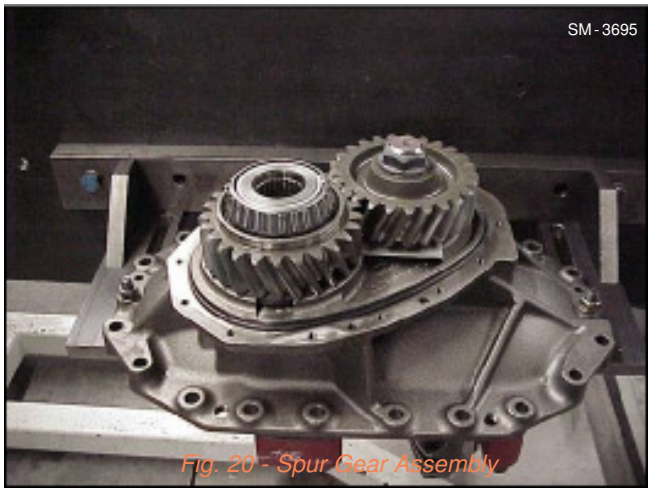

Fig. 20 - Spur Gear Assembly
18. Assemble the oil seal (55), the spur gear (54) and the tapered roller bearing (53). Refer to Figure 20.